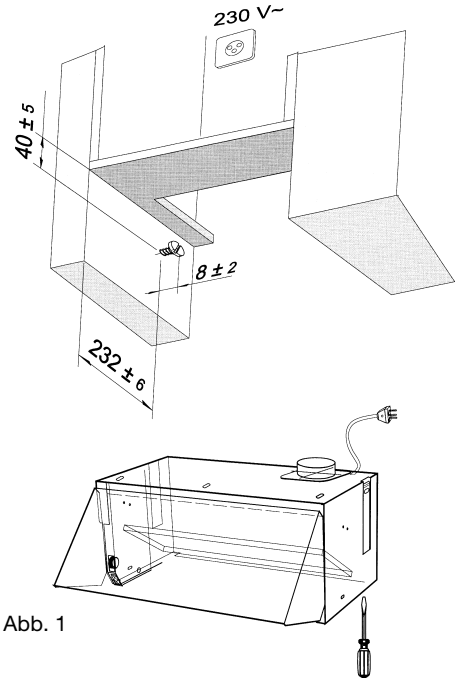

Abb. 1
1. Schrauben gemäss Abb. 1 in die Schrankseite eindrehen.